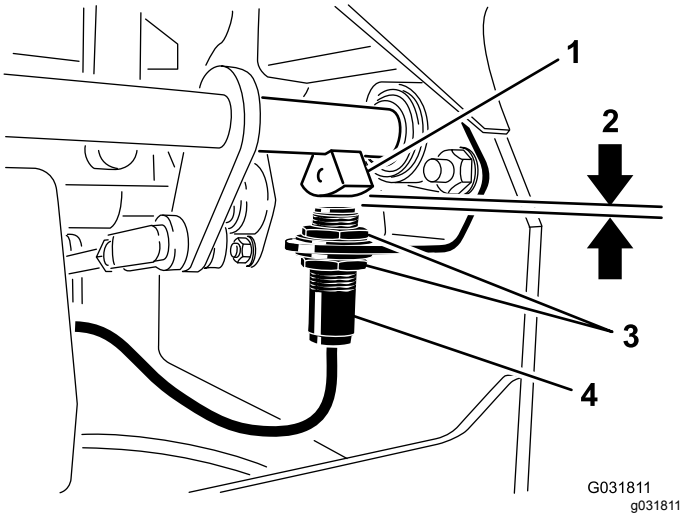

Figur 45
4. Flytt bryteren opp eller ned på braketten til avstanden mellom bremseakselsensoren og brytertappen er 4 mm som vist i Figur 45.